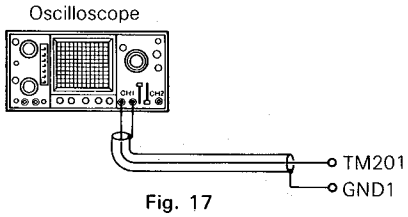
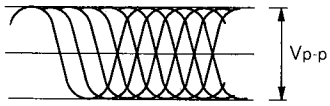

Fig. 17
Fig. 21
(1) Remove the disc tray. (Refer to step 2 on page 8.)
(2) Place Philips test disc #5 on the spindle motor.
(3) Put unit into play mode on track number 9.
(4) Connect oscilloscope to TM201 and GND1. (fig. 17)
(1) Connect oscilloscope to TM201 and GND1. (fig. 17)
(2) Insert the disc and place the unit in the play mode.
(1) Connect the oscilloscope to TM201 and GND1. (fig. 17)
(3) Adjust VR103 so that the voltage becomes 2.5Vp-p ±0.3V. (fig. 21)